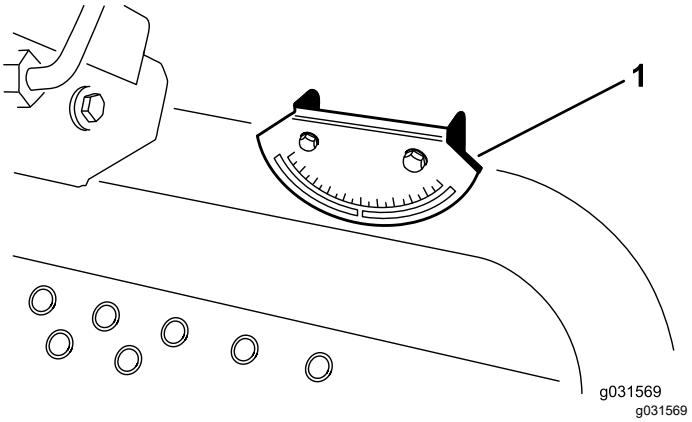

Figur 5
2. Kontrollera att maskinen står jämnt genom att placera en bärbar lutningsmätare (medföljer maskinen) på ramens tvärbalk vid bränsletanken (Figur 5).